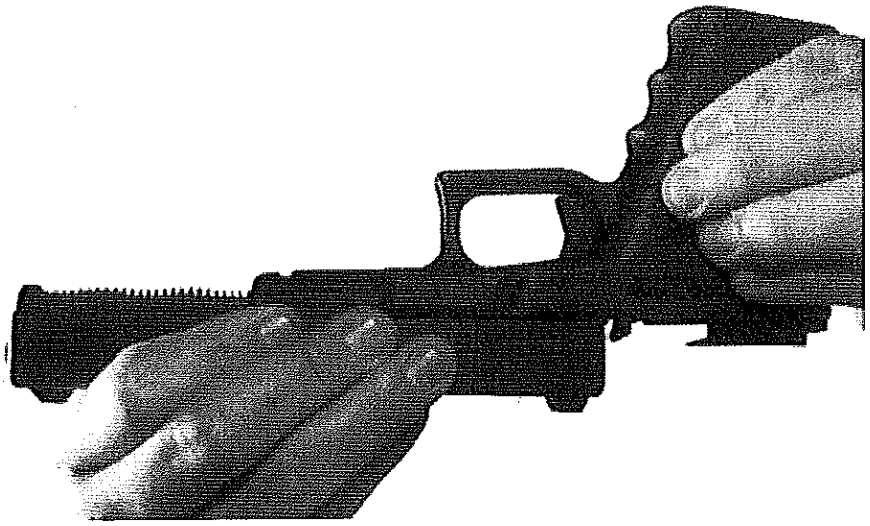

Figure B-8. Remove Slide from Receiver.
3. Pull slide lock down on both sides of receiver simultaneously and allow slide to move forward and off of the receiver (see fig. B-8 on page 185).